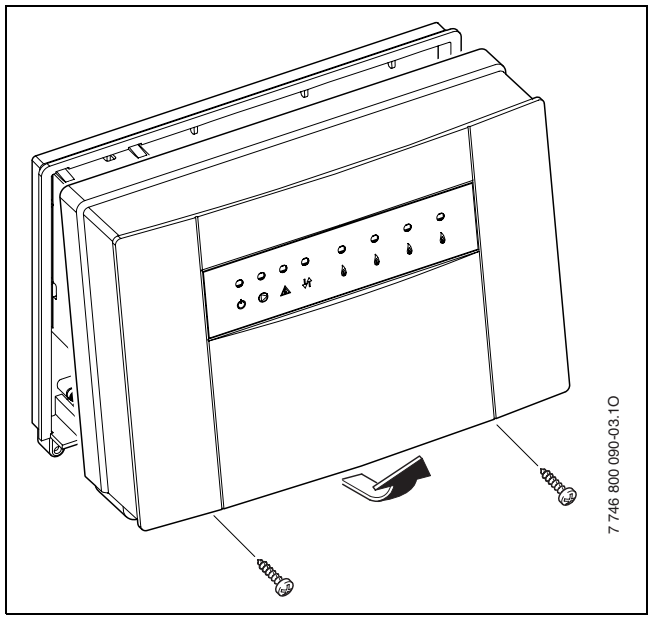

Fig. 7 Retirer le couvercle
- Desserrer les 2 vis situées en bas du module ICM, tirer le couvercle simultanément vers le bas et l'avant et le retirer par le haut (→ fig. 7).
- Ouvrir le carter du module maître ICM (→ fig. 7, page 30).